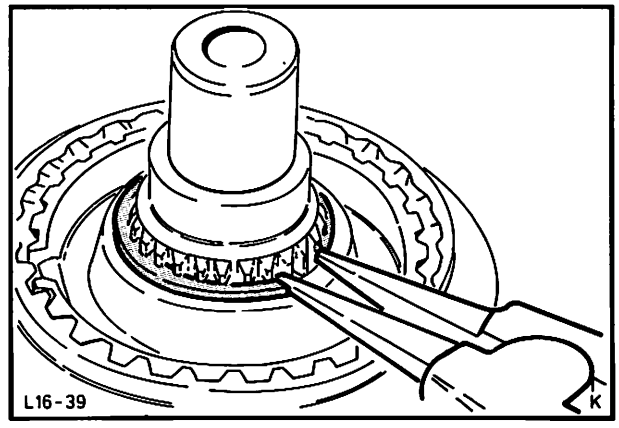

Abb. 52 Sicherungsring von Synchronkupplungsnabe 3./4. Gang entfernen
20. Sicherungsring von der Synchronkupplungsnabe 3./4. Gang entfernen, Synchronkupplung mit Zahnrad 3. Gang von Hand abziehen, Abb. 52.